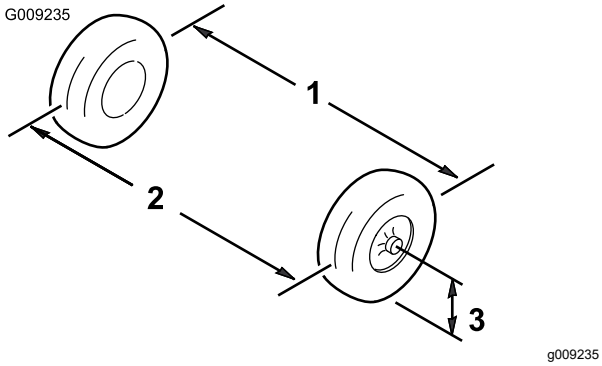

Figur 46
1. Mät avståndet mellan de båda framhjulen vid axelhöjd, både framtill och baktill på framhjulen (Figur 46).